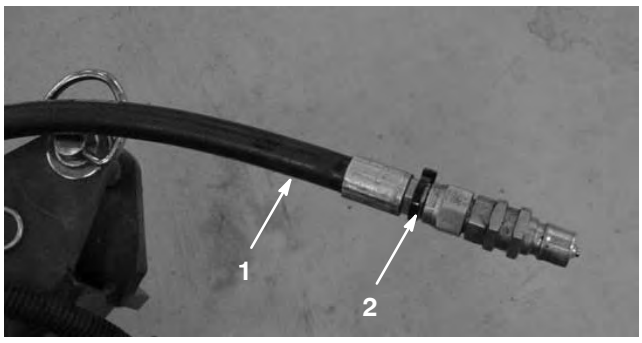

**Figure 26**
**Remarque :** Marquez le flexible de haute pression avec un serre-câble ou similaire pour identifier le sens de raccordement correct (Fig. 26).